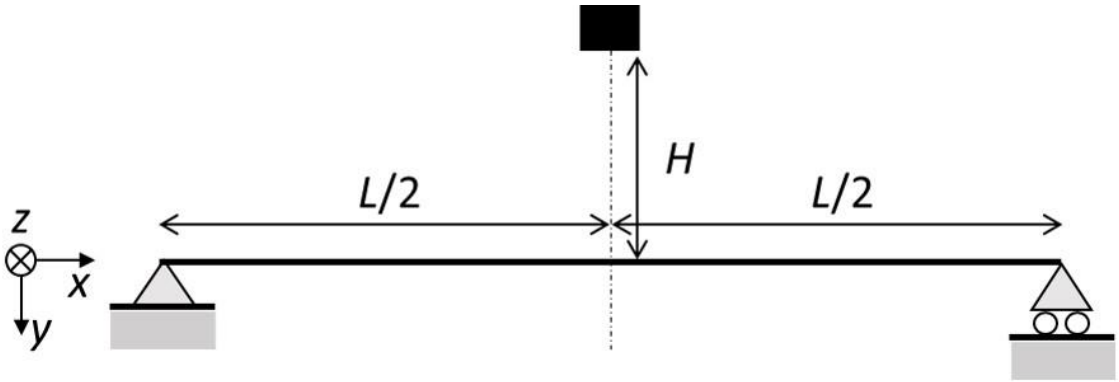

図 2
1) 図 2 に示すように長さ L の両端支持ばりの中央部に高さ H から重さ W の剛体を落下させる。この衝撃の際の最大たわみを求めよ。ただし，このはりのヤング率を E，断面 2 次モーメントを I_z とする。また，剛体の大きさを無視し中央部に衝撃荷重が加わるとする。ここで，静的な集中荷重 P を中央部に作用させたときの中央部のたわみ量は$y = \frac{PL^3}{48EI_z}$で与えられる。